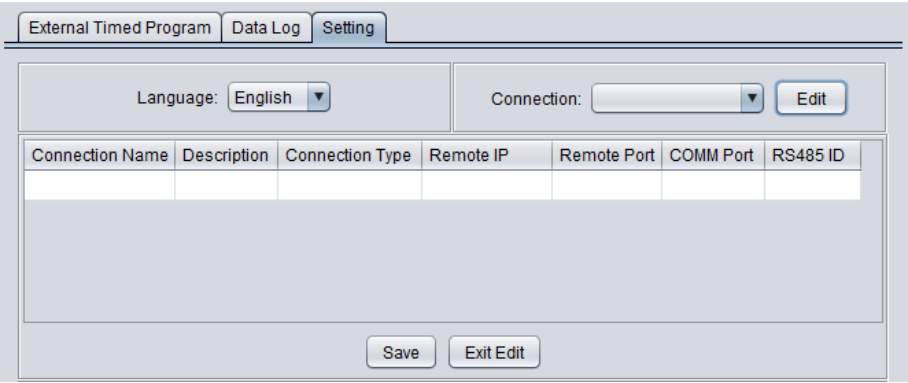

Figure 7.13
- Click on "Edit" to access the connection settings. See **Figure 7.13**